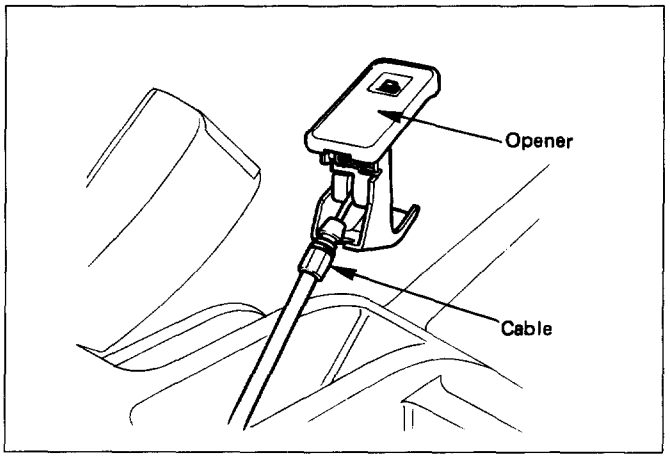

Fig. 10-126
1. **Front seat (RH)**
2. **Rear door sill plate (RH) (L·W·B)**
5. **Luggage side trim panel (RH)**
6. **Fuel filler lid opener (Fig. 10-126)**